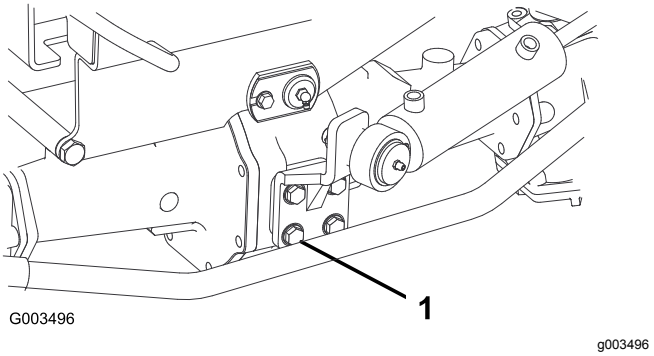

Figur 64
2. Dra åt de fyra skruvarna för styrcylinderns montering (Figur 64) till 65–81 N·m.